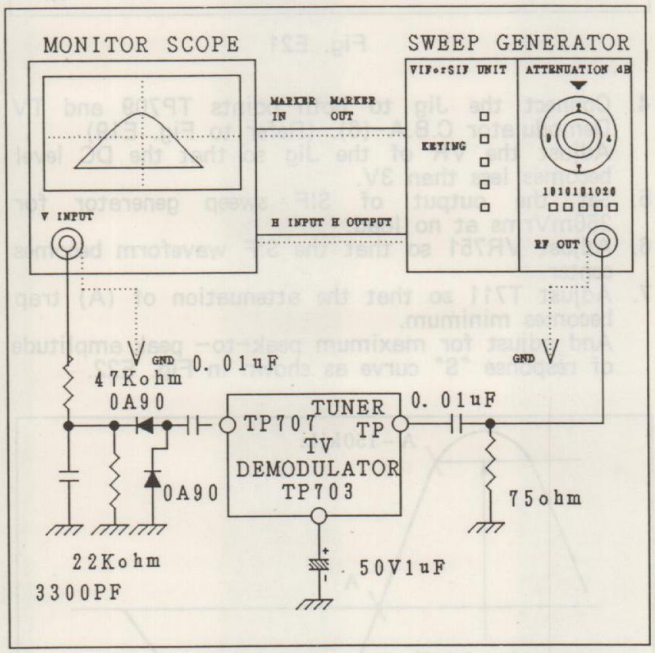

Fig. E16
1. Set the BAND SW for VHF position (EG:I, EV/EO:III) and set the DC power supply for 15V and suplly it to BT Terminal of the Tuner after removing TV Demodulator C.B.A −(9) to cut off the BT voltage from IC7551−(2).
5. Connect the VIF sweep generator to the Tuner Test Point and connect the monitor scope to TP707 as shown in Fig. E16.